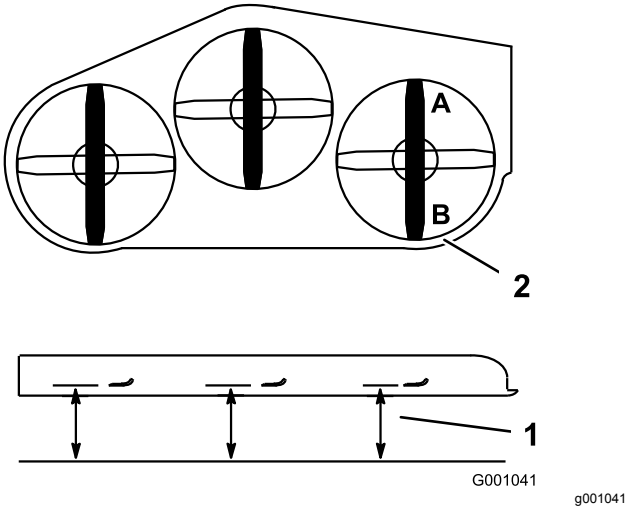

Figur 85
1. Placer **højre** kniv på langs (Figur 85).
2. Mål den højre kniv ved punktet **A** fra en plan overflade til knivspidsens skarpe kant (Figur 85).
4. Mål den højre kniv ved punktet **B** fra en plan overflade til knivspidsens skarpe kant (Figur 85).
6. Plæneklipperens skærekniv skal være 6 til 10 mm lavere ved punkt **A** end ved punkt **B** (Figur 85). Hvis det ikke er korrekt, skal du gøre følgende: